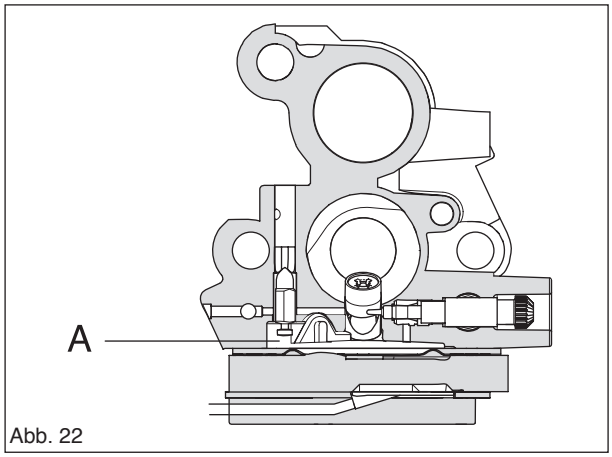

Abb. 22
Die Dosiereinheit (A) umfasst die Düsen und die Steuerungsfunktionen für den Kraftstoff. Hier wird die passende Kraftstoffmenge für die jeweilige Drehzahl und Ausgangsleistung bereitgestellt. (Siehe Abb. 22.)